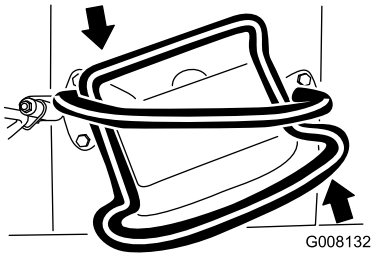

Rysunek 11
- Aby skręcić w lewo, obróć dźwignię sterowania zespołem jezdnym przeciwnie do kierunku wskazówek zegara (Rysunek 11).